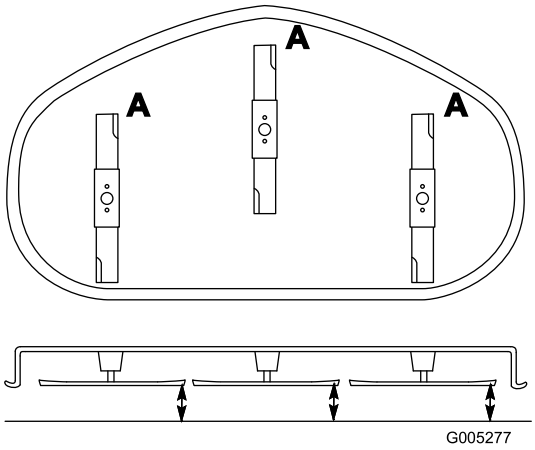

Figur 39
2. Roter knivene til endene vender fremover og bakover (Figur 39). Mål fra en jevn overflate til kniveggen, posisjon **A**, på kniven (Figur 39). Merk deg dette målet.